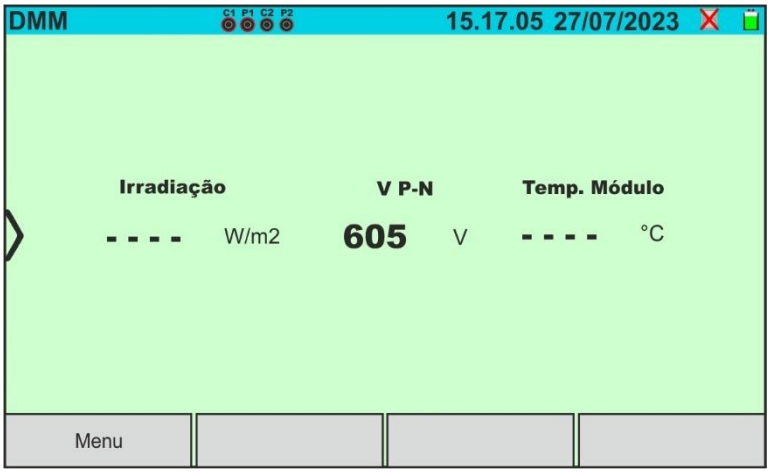

Fig. 14: Ecrã de medição da função DMM (SOLAR03 desligado)
3. Tocar no ícone "**Valores**" na segunda página do menu geral. O valor da tensão CC V P-N é apresentado no ecrã, como mostra a Fig. 14 abaixo. Tocar no botão "Menu" para regressar ao menu geral